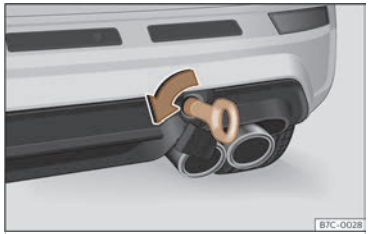

Fig. 193 En el lado derecho del paragolpes trasero: argolla de remolque enroscada.
- Enrosque la argolla de remolque en el alojamiento girándola al máximo **en el sentido contrario al de las agujas del reloj** ››› fig. 193, ››› ⓘ. Utilice un objeto adecuado con el que pueda enroscar completa y firmemente la argolla de remolque en su alojamiento.